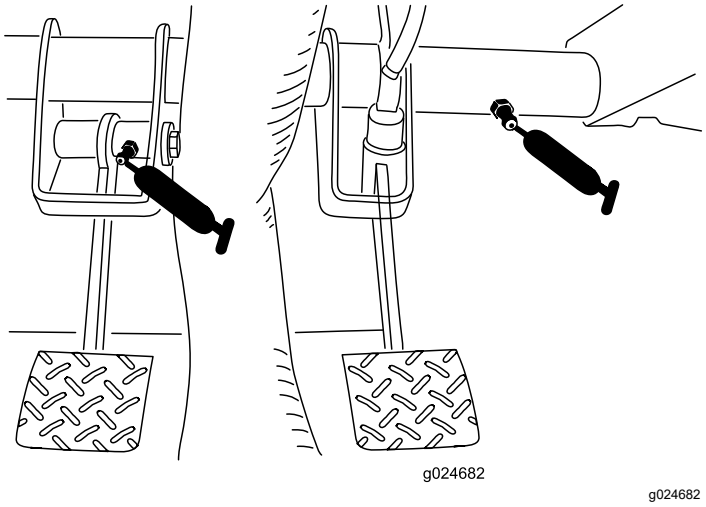

Figur 31
- **Koppling (1)**, se Figur 31
- **Broms (1)**, se Figur 31